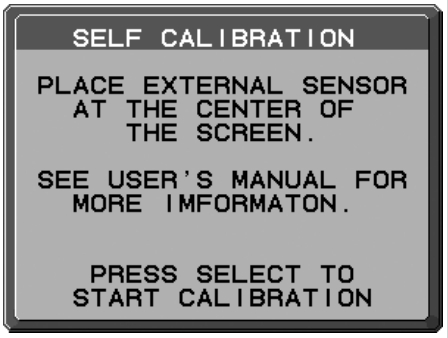

Рисунок S.2
3. Для выполнения данной процедуры необходимо поместить внешний цветоанализатор близкого диапазона в центр панели дисплея (**Рисунок S.2**). Поместите внешний цветоанализатор близкого диапазона в центр панели дисплея, затем нажмите SELECT.